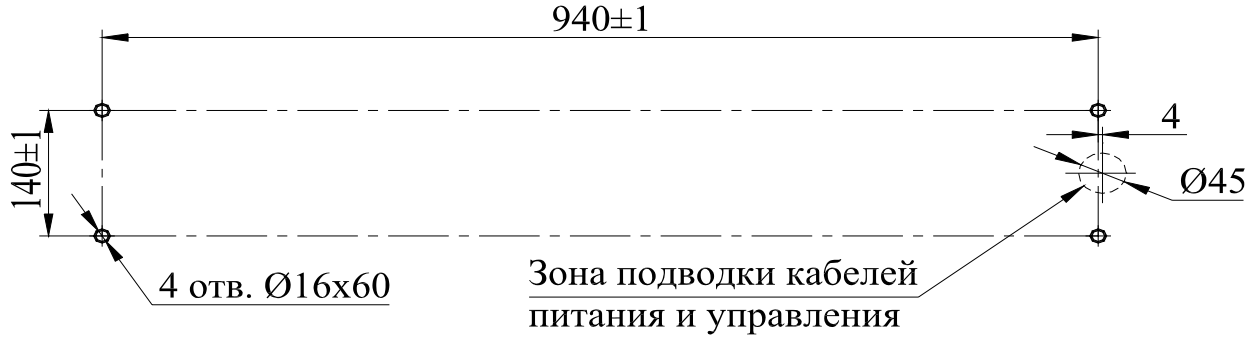

Рис. 5 Разметка отверстий для установки стойки турникета
10.3.2. Подготовьте в полу отверстия под гильзы анкеров крепления основания (4) и кабельный канал для прокладки кабеля питания (14) и кабеля управления (13) от стойки турникета к месту установки БПК (см. рис. 5). Планировка расположения турникетов – с учетом рекомендаций Приложения 1 .